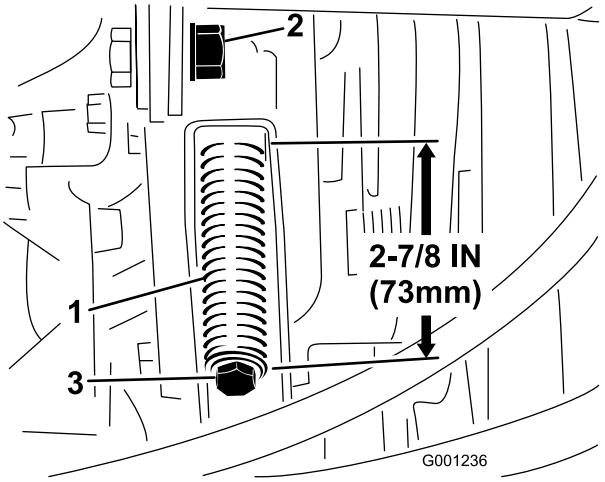

Figuur 65
3. Draai de contramoer van de spanstang los (Figuur 65).
4. Gebruik een 1/2 inch sleutel om de spanveer van de riem strakker of losser te zetten (Figuur 65). Stel de veer in totdat deze een lengte van 73 mm heeft.
4. Zet de spanveer van de riem (Figuur 65) met behulp van een 1/2 inch sleutel helemaal los.
6. Plaats de nieuwe aftakasriem en stel de poelieveer weer in op een lengte van 73 mm (Figuur 65).
7. Draai de contramoer vast (Figuur 65) en sluit de motorkap.